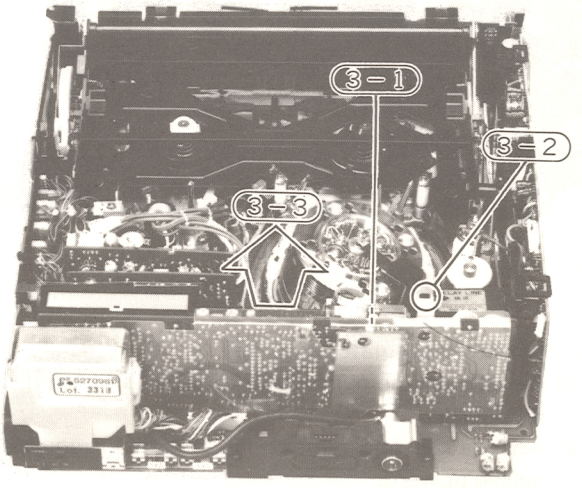

**Fig. 12 Y/Chroma PC Board**
**3. Y/Chroma PC Board (Fig. 12)**